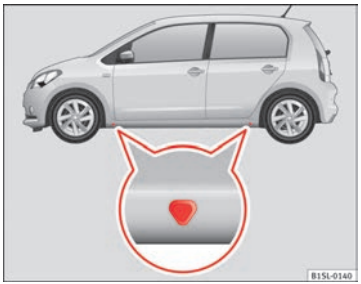

Fig. 146 Points de prise du cric.
Positionnez le cric uniquement aux points de prise indiqués (marques sur la carrosserie) ⇒ fig. 146. Utilisez à chaque fois le point de prise correspondant à la roue à changer ⇒ ⚠.
5. Cherchez le point de prise du cric ⇒ fig. 146 le plus proche de la roue à changer.